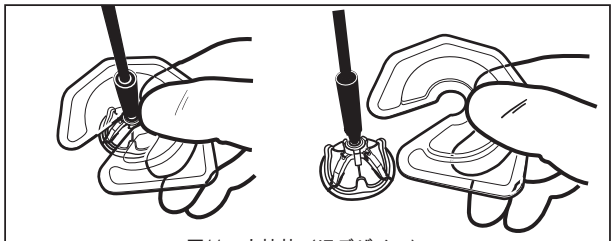

図11a 支持枠（旧デザイン）
8.弁から支持枠を外すには、支持枠をつかんで、ハンドルが取り付けられたホルダーから引っ張って外します（図11a、11b）。